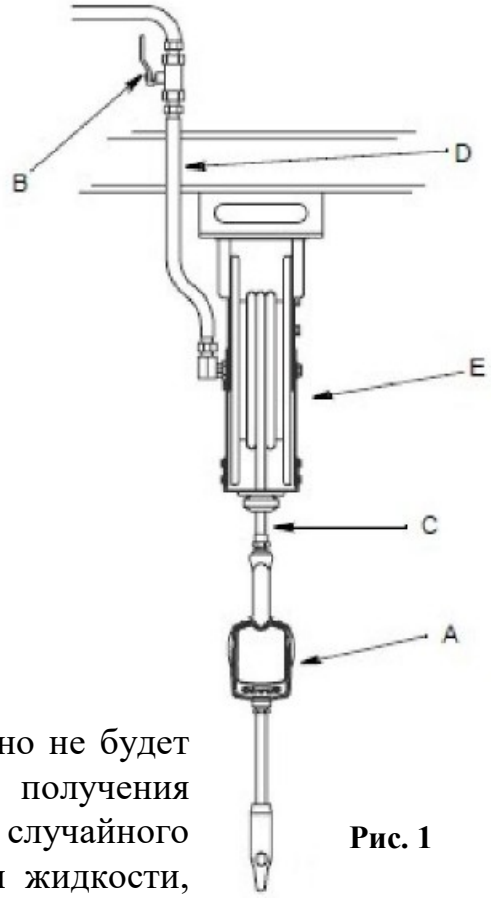

Рис. 1
На рис. 1 показана стандартная установка шланговой катушки.
1. Закройте запорный вентиль (B, рис. 1) на каждой точке раздачи.
5. Медленно откройте запорный вентиль (B, рис. 1) на каждой точке раздачи. Промойте достаточным количеством масла, чтобы убедиться, что вся система чиста. Закройте клапан.